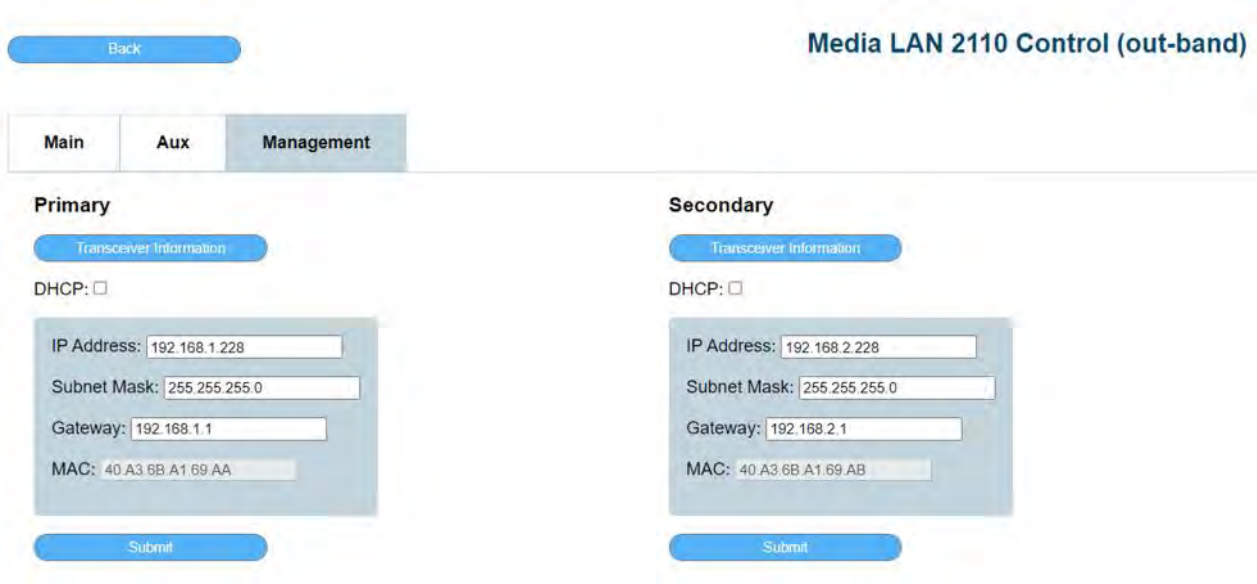

Figure 30. Management Tab
- The management tab offers both DHCP and Static IP configuration for each Media LAN network interface. To choose a Static IP uncheck the DHCP check box (Figure 30). Once the Static IP values are entered click on the submit button to apply the changes. The Primary and Secondary configurations need to be submitted separately.